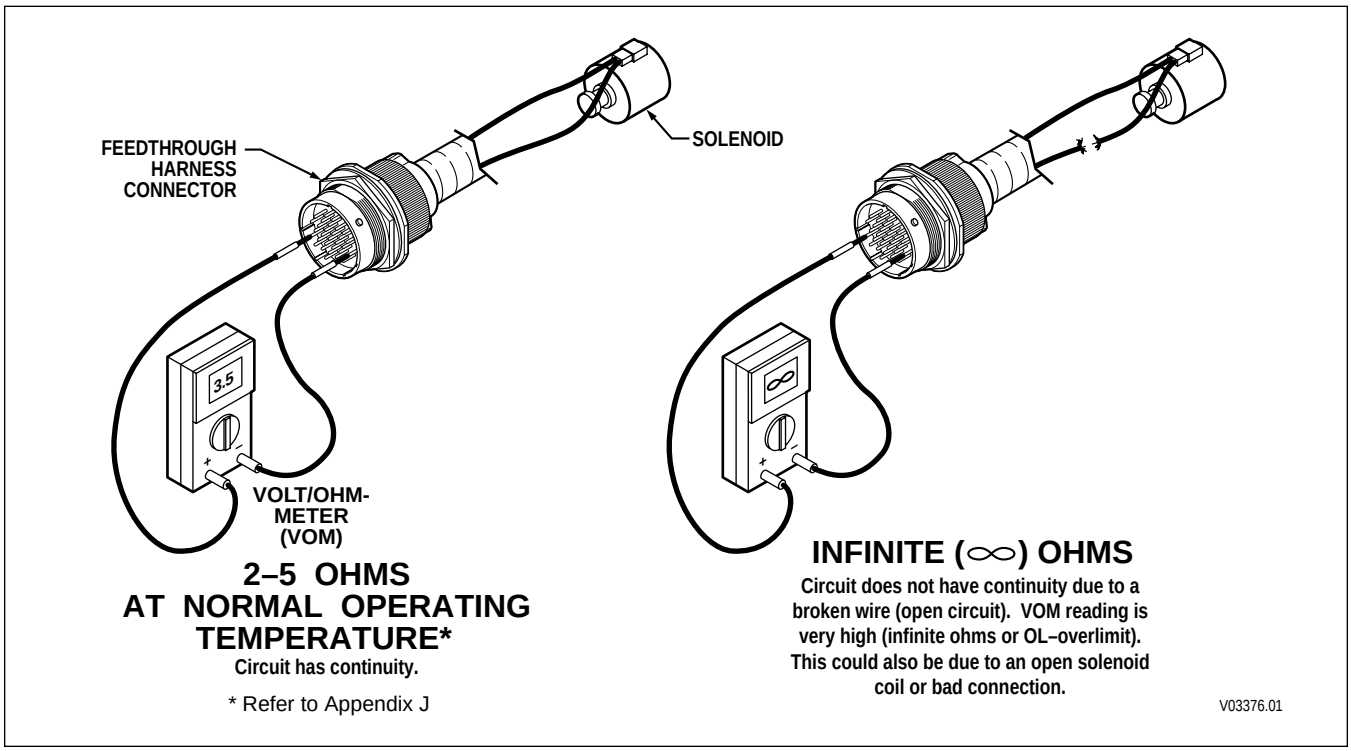

Figure 4–3. Checking Continuity
b. If the resistance check is good, check the harness for shorts between wires and to ground by performing the following (refer to Figure 4–4):
(1) At the transmission connector, touch one probe of the VOM to one wire of the circuit being tested and touch the other probe to each terminal in the connector and to chassis ground and the transmission main housing. Do this for both wires in the circuit being tested.
(2) If the VOM shows zero to low resistance, or the continuity beeper sounds, there is a short between the two points being probed, wire-to-wire or wire-to-ground. An indication of a short may be caused by a splice to the wire being checked. Check the wiring diagram in Appendix J for splice locations. If the short is not a splice, then isolate and repair the short.